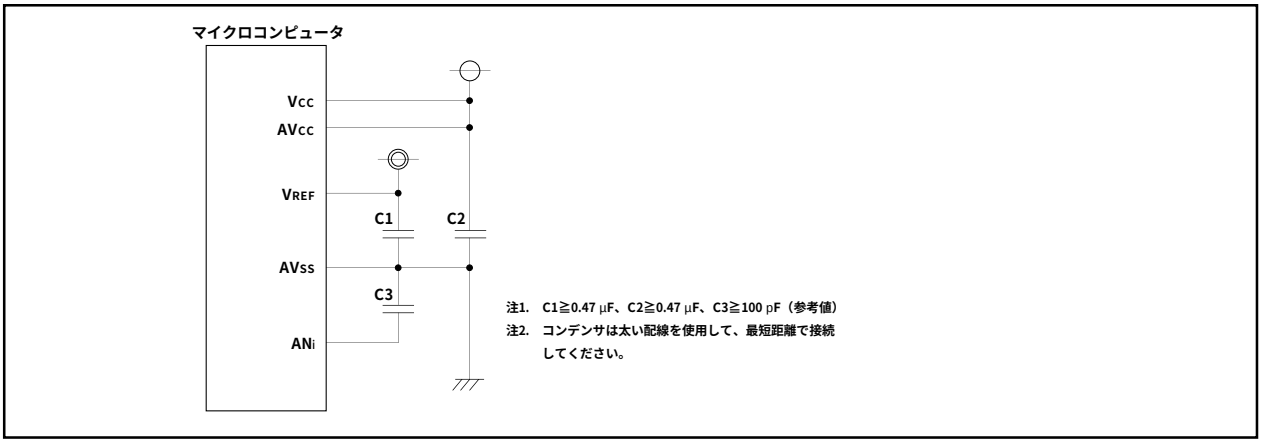

図2.7.18. 各端子の処理例
(2) ノイズによる変換誤差を低減するため、AVCC端子とVREF端子に印加する電圧は別電源から供給してください。また、AVCC端子、VREF端子、およびアナログ入力端子(ANi)とAVSS端子の間には、それぞれコンデンサを接続することを推奨します。図2.7.18に各端子の処理例を示します。